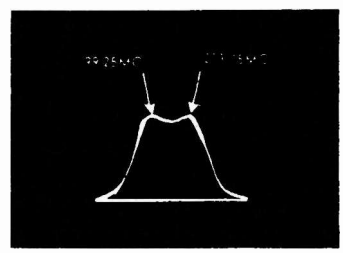

Fig. 20 Channel 11 RF Response.
6. Turn the channel selector to Channel 11 and adjust the sweep generator until a response somewhat similar to Fig.20 is obtained. Adjust L5 and L6 to obtain symmetry. If the band pass is too great or too narrow also adjust L7.